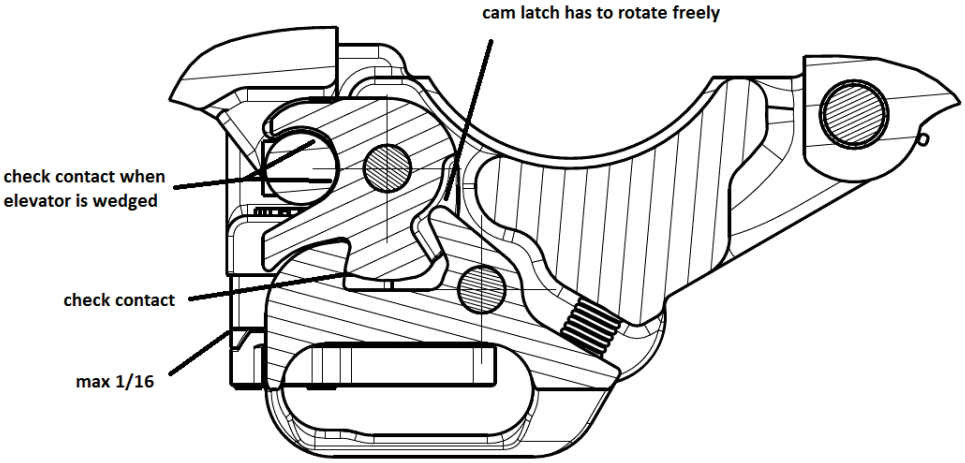

Figure 3
3.6	Check if the contact between the latch cam and latch lock cam is as shown in drawing when the elevator is wedged. (See Fig 3)
3.11 Check if lock stop block doesn't stick out more than 1/16" on side of door. (See fig 3)
3.12 Check if the radius from the cam latch cam latch is seated according to drawing. (See Fig 3)